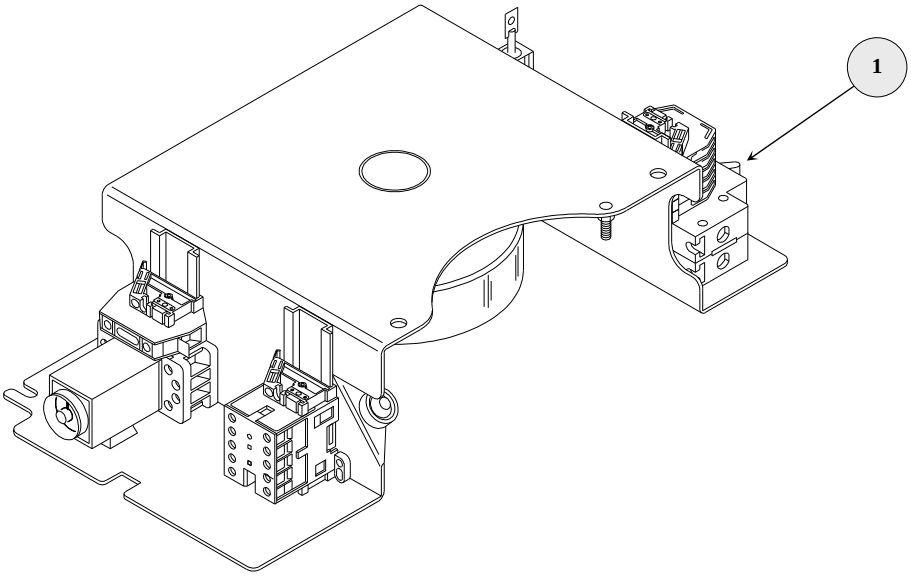

FIGURE 1 - THERMOMAGNETIC CIRCUIT-BREAKER
The 115V power supply circuit (SEE FIGURE 1) is protected by a thermomagnetic circuit-breaker (1); should this circuit-breaker trip, disassembly all the unit casings, as explained in the SERVICE MANUAL – MAINTENANCE SECTION, and reset the circuit-breaker.